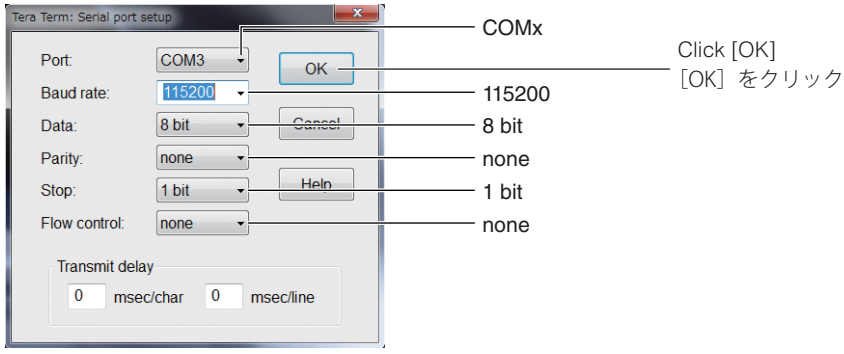

Fig. 6
3. Select the following settings, and click [OK]. (Fig. 6)
3. 下記の設定を選択し、［OK］をクリックします。（Fig. 6）